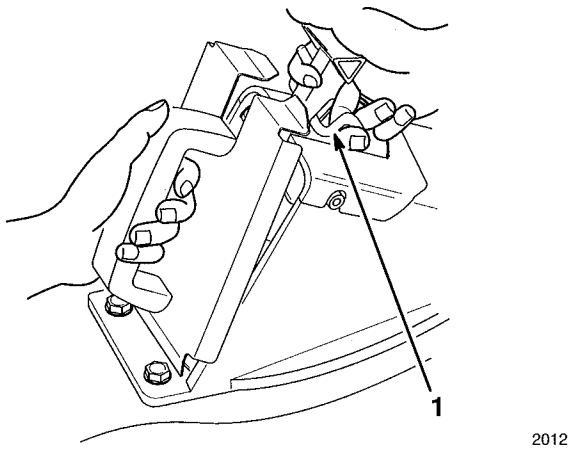
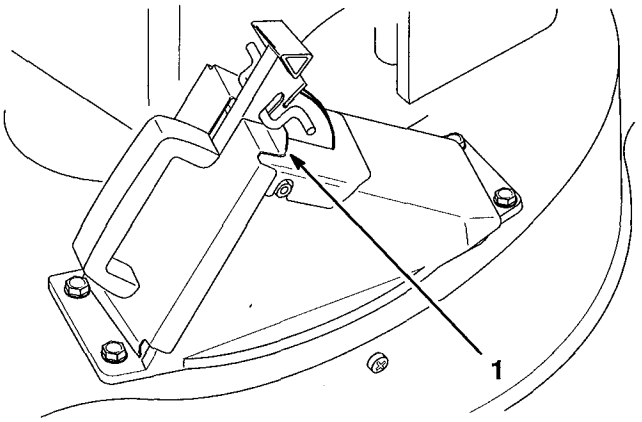

Figure 3
Figure 4
2. Insert the plug into the discharge tunnel opening and fit the lower section into the opening first (Fig. 3).
3. Lift door latch on door handle (Fig. 3). Push the top of the plug all the way in while moving the door handle rearward. Release the door latch, allowing it to hook over tabs on plug (Fig. 4).